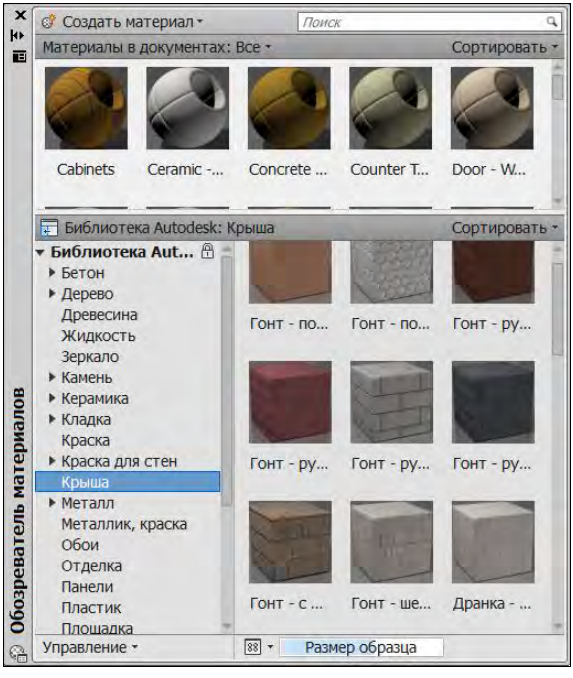

Рис. 11.22. Палитра **Обозреватель материалов**
Доступ к материалам стандартной библиотеки Autodesk и пользовательских библиотек (файлов с расширением adsklib) осуществляется через специальную палитру (немодальное окно) **Обозреватель материалов** (Materials Browser) (рис. 11.22), которую можно открыть с помощью команды МАТБРАУЗЕРОТКРЫТЬ (MATBROWSEROPEN) или с помощью пункта меню **Сервис | Палитры | Обозреватель материалов** (Tools | Palettes | Materials Browser). Прежде чем использовать в объектах чертежа, материалы необходимо предварительно внести в данный чертеж. Загрузка материала с палитры выполняется простым перетаскиванием его мышью в окно чертежа или в верхнюю часть окна обозревателя материалов (в область **Материалы в документах** (Document Materials)).
- — вызов немодального окна обозревателя материалов (см. рис. 11.22) (команда МАТБРАУЗЕРОТКРЫТЬ (MATBROWSEROPEN));